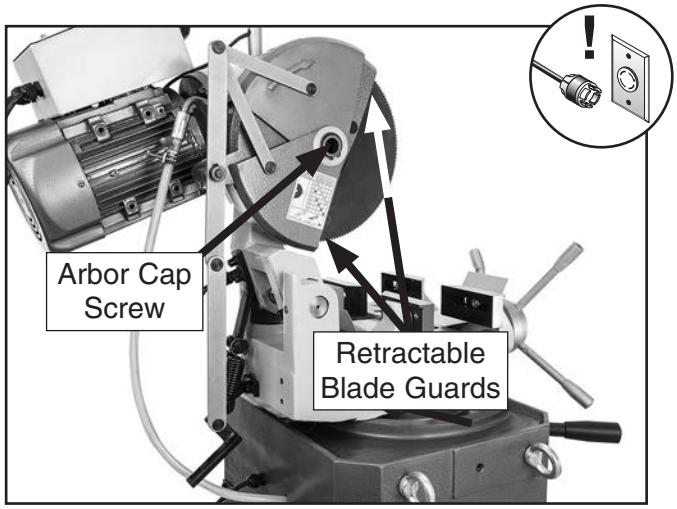

Figure 21. Linkage undone to expose blade.
3. Rotate retractable blade guard and linkage out of the way, as shown in **Figure 21**.
4. Remove arbor cap screw (see **Figure 21**). It features left-hand threads and loosens when turned clockwise.